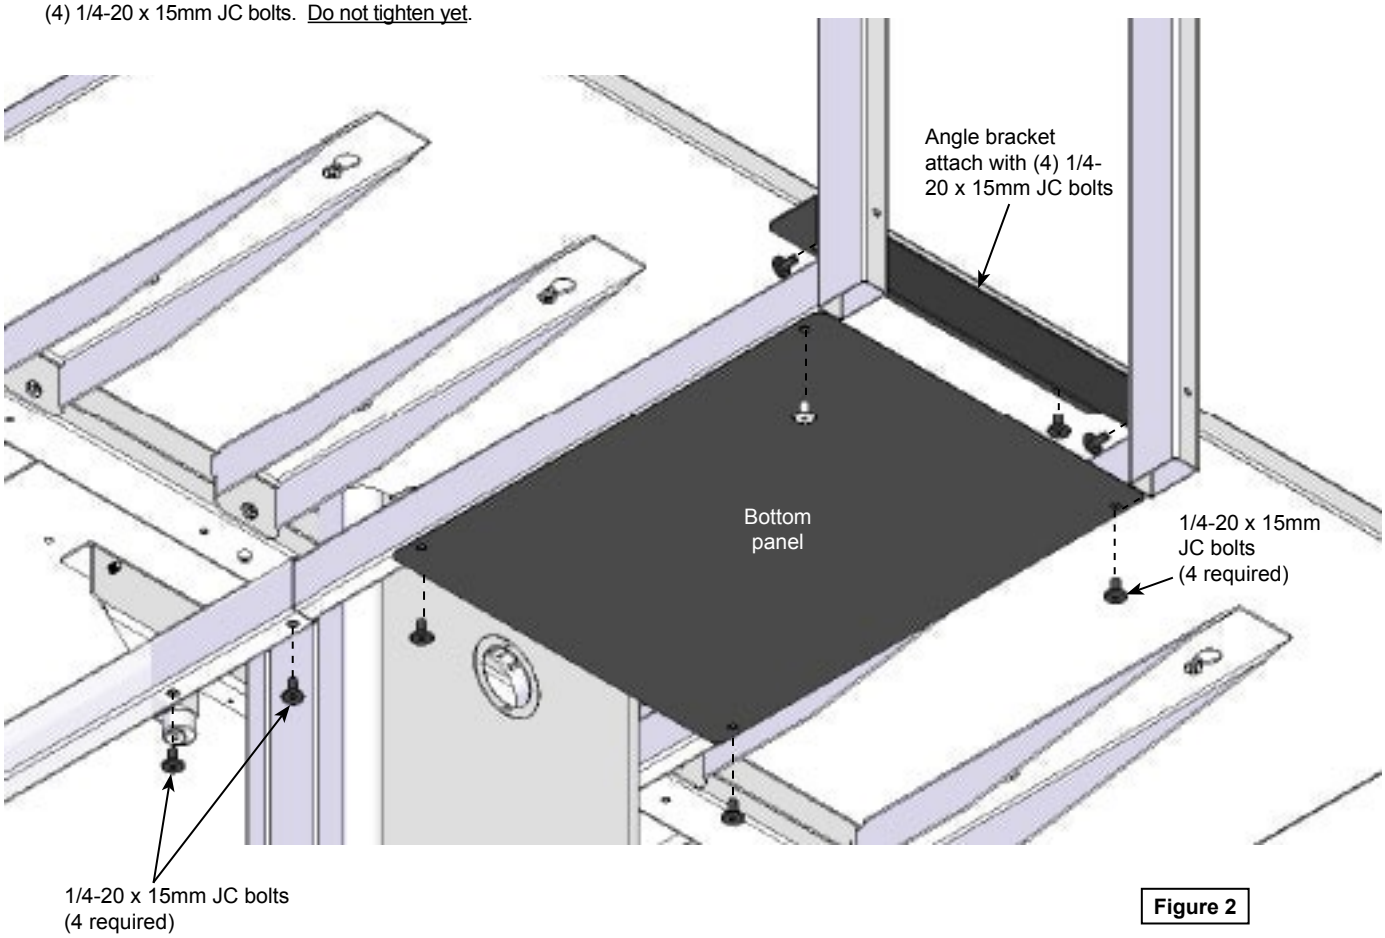

Figure 2
1. Attach the bottom panel to the 2 frames with (4) 1/4-20 x 15mm JC bolts. Do not tighten yet. **Figure 2**.
2. Align and attach the angle bracket to the frames and worksurface with (4) 1/4-20 x 15mm JC bolts. Do not tighten yet.